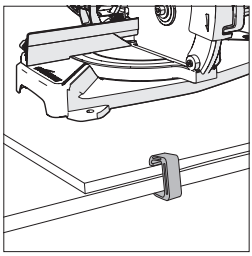

Fig. 2
- Utilisez des serre-flans pour fixer la plaque de montage à la surface de travail. **(Fig. 2)**.